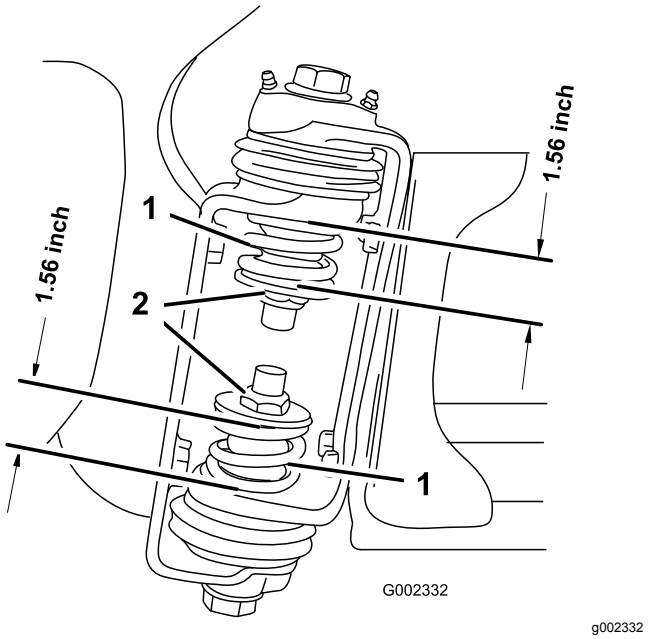

**Figur 27**
3. Mål sammentrykningen af den øverste og nederste fjeder ved bomhængslet, mens bommene er i forlænget position (Figur 27).